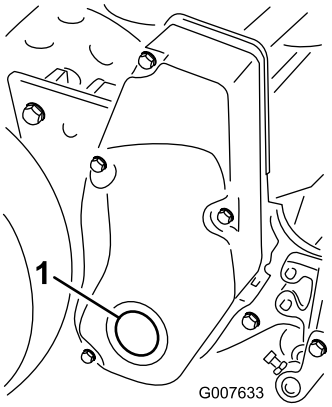

Figur 56
1. Ta bort locket till den högra cylinderdrivningens kåpa (Figur 56).